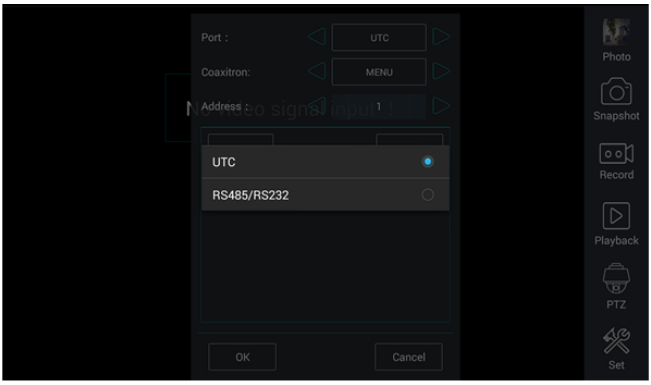

Рис. 109 Выбор UTC для управления PTZ камерой
6) Выберите в настройках PTZ порт (Port) – UTC – управление по коаксиальному кабелю (рис. 109) Значение MENU – вызывает OSD меню самой видеокамеры;